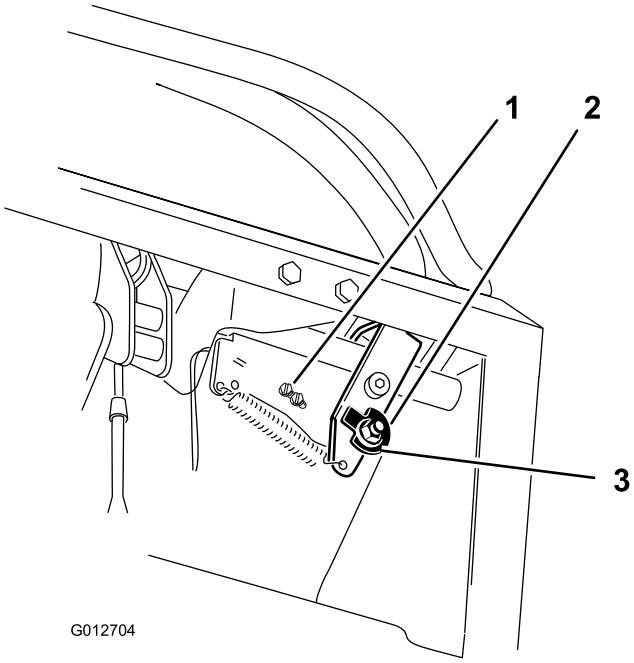
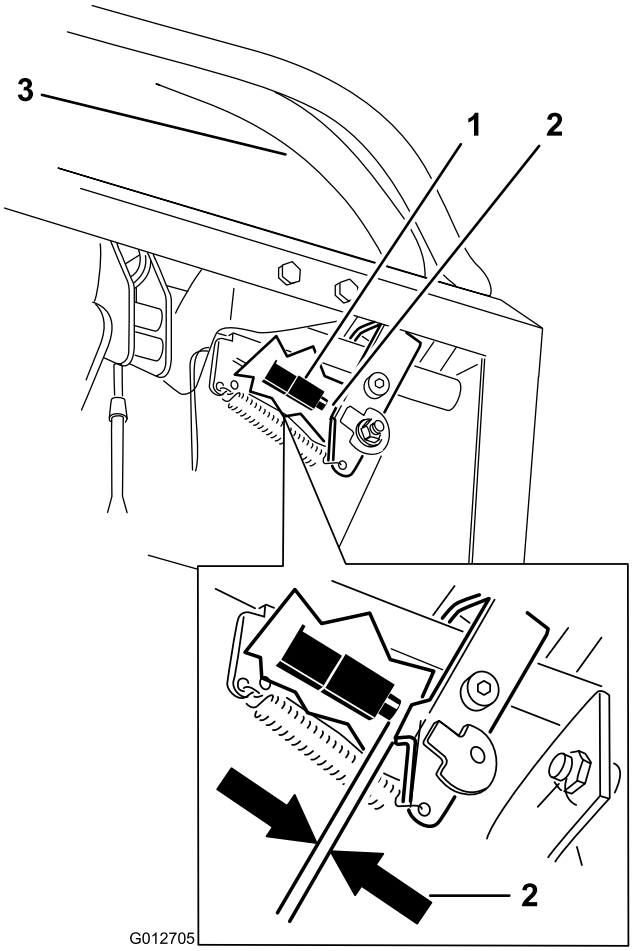

Figur 70
Figur 71
7. Løsn møtrikken, der fastholder knasten (Figur 70).
10. Kontroller mellemrummet mellem bevægelseshåndtaget og kontakten som vist i Figur 71. Mellemrummet skal være mindst 3 mm, når højre bevægelseshåndtag er i den neutrale, ulåste position.
11. Løsn om nødvendigt skruerne, der holder kontakten, og juster kontakten (Figur 70 og Figur 71).